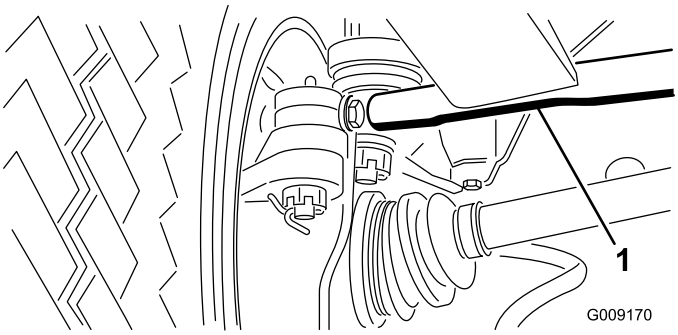

Figura 58
- En la rueda delantera derecha, afloje las contratuercas en ambos extremos de la biela (Figura 58).